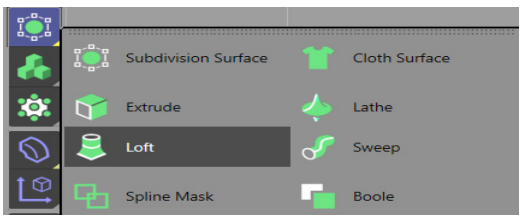
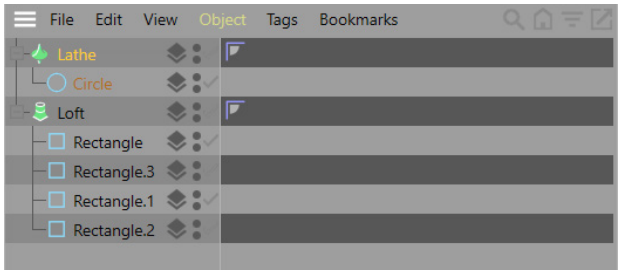

Figure 2-43 *Choosing* ***Lathe*** *from the flyout*
Figure 2-44 *Circle connected to Lathe in the Object Manager*
3. Press and hold the left mouse button on the **Subdivision Surface** tool in the Command Palette; a flyout is displayed. Choose the **Lathe** tool from the flyout, as shown in Figure 2-43; *Lathe* is added to the Object Manager, refer to Figure 2-44.
4. In the Object Manager, drag *Circle* and drop it on *Lathe*; *Circle* is connected to *Lathe*, as shown in Figure 2-44.